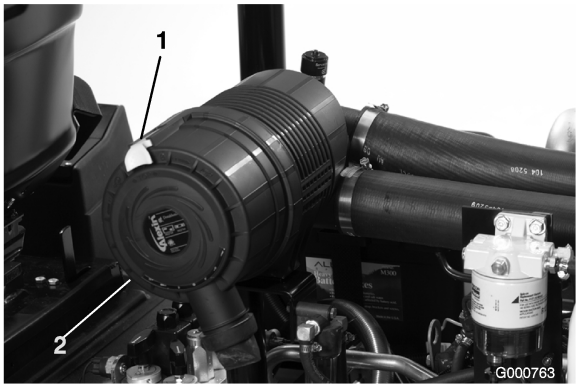

Figur 39
1. Træk låsen udad, og drej luftfilterdækslet mod uret (Figur 39).